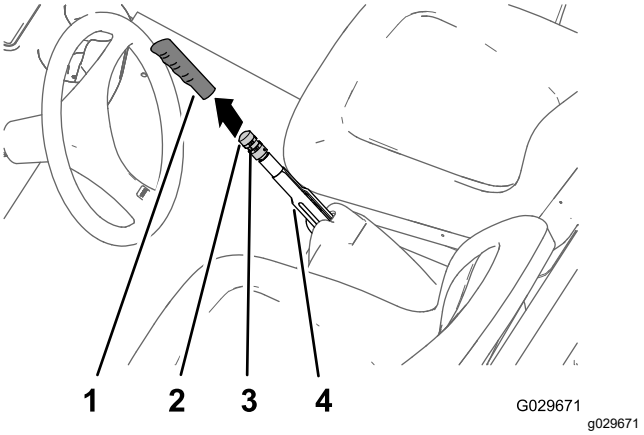

Figura 52
1. Retire la empuñadura de la palanca del freno de estacionamiento (Figura 52).
2. Afloje el tornillo de fijación que sujeta el pomo de ajuste del freno a la palanca del freno de estacionamiento (Figura 52).
3. Gire el pomo de ajuste del freno hasta que se requiera una fuerza de 133-156 N para accionar la palanca de freno de estacionamiento (Figura 52).
4. Apriete el tornillo de fijación e instale la empuñadura (Figura 52).
2. Afloje el tornillo de fijación (Figura 52) que sujeta el pomo de ajuste del freno a la palanca del freno de estacionamiento, quite el freno de estacionamiento y afloje el pomo de ajuste del freno.
5. Gire el pomo de ajuste del freno (Figura 52) hasta que se requiera una fuerza de 133-156 N para accionar la palanca de freno de estacionamiento.
C. Gire el pomo de ajuste del freno (Figura 52) hasta que se requiera una fuerza de 133-156 N para accionar la palanca de freno de estacionamiento.
- Apriete el tornillo de fijación e instale la empuñadura (Figura 52).